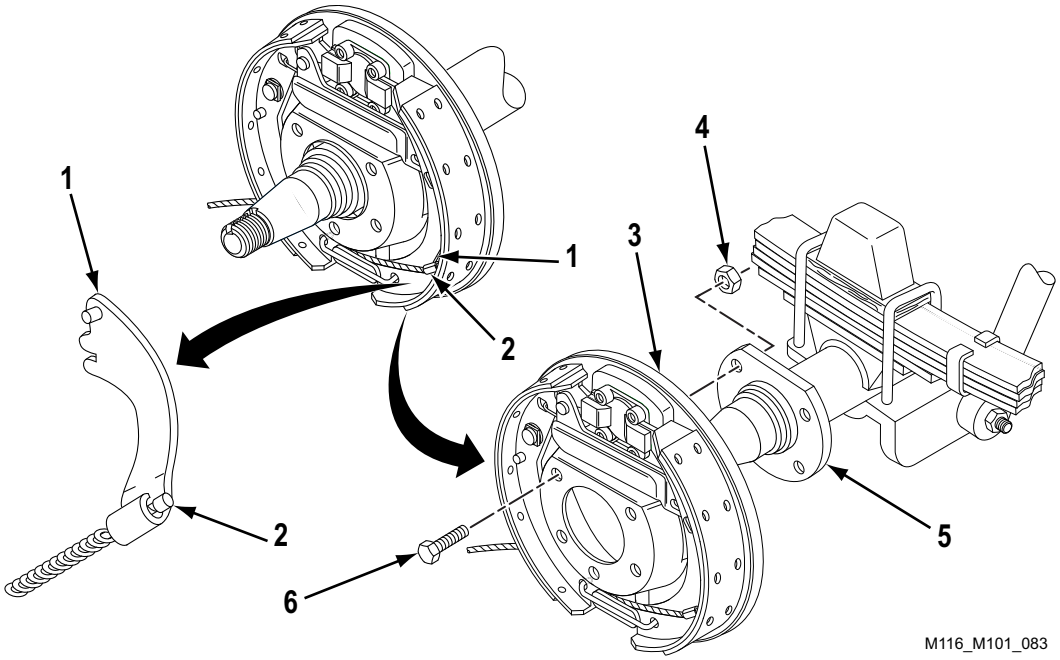

Figure 4. Service Brake Installation.
1. Install backing plate (Figure 4, Item 3), five cap screws (Figure 4, Item 6), and nuts (Figure 4, Item 4) on axle (Figure 4, Item 5).
2. Route swaged sleeve (Figure 4, Item 2) through backing plate (Figure 4, Item 3).
3. Pull spring away from swaged sleeve (Figure 4, Item 2) and hook swaged sleeve (Figure 4, Item 2) on parking brake lever (Figure 4, Item 1).